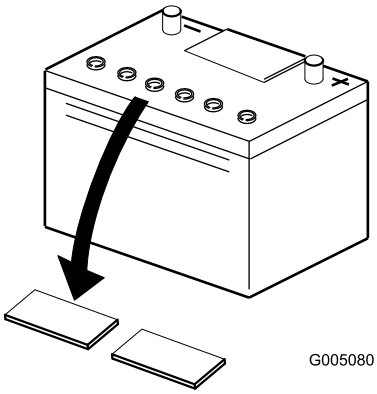

Figur 5
4. Rengjør toppen av batteriet og fjern utluftingshettene (Figur 5).